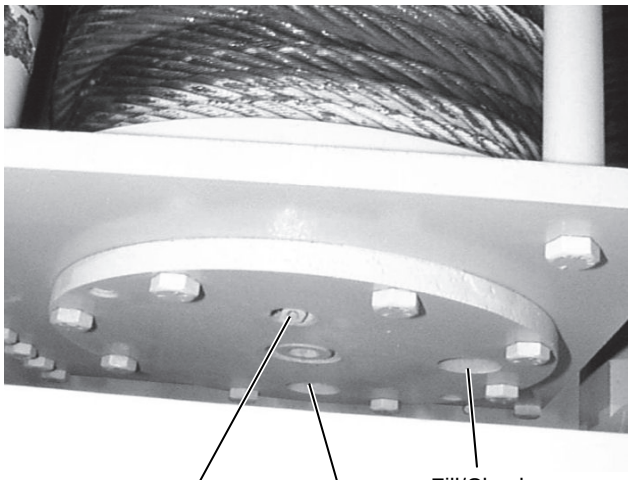

FIGURE 5-69
3. Clean around the gearbox breather and the fill/check plug hole. Remove the gearbox breather (Figure 5-69) and clean it in a suitable solvent. After it is cleaned, install the breather.
4. Remove the fill/check plug (Figure 5-69).